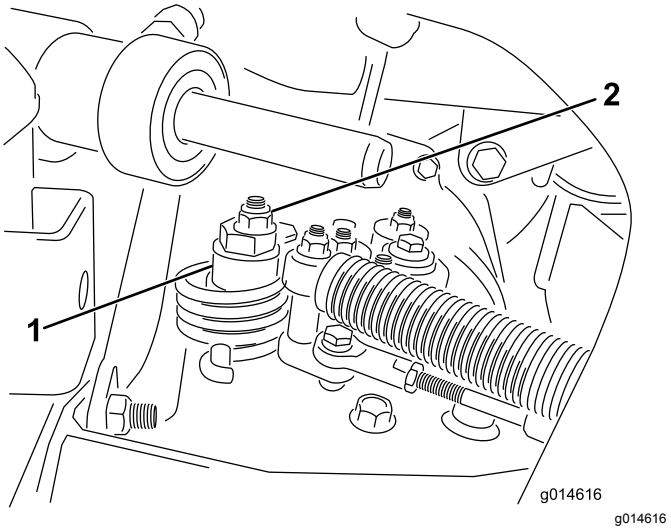

Figur 35
A. Løsn møtrikken, der fastgør den excentriske bolt til den øverste del af hydrostaten (Figur 35).
C. Drej den excentriske bolt, indtil der ikke forekommer krybning i nogen retning. Når hjulet holder op med at dreje, skal den møtrik, der låser den excentriske bolt og justeringen, tilspændes (Figur 35). Kontroller indstillingen med gashåndtaget i positionen LANGSOM og HURTIG.